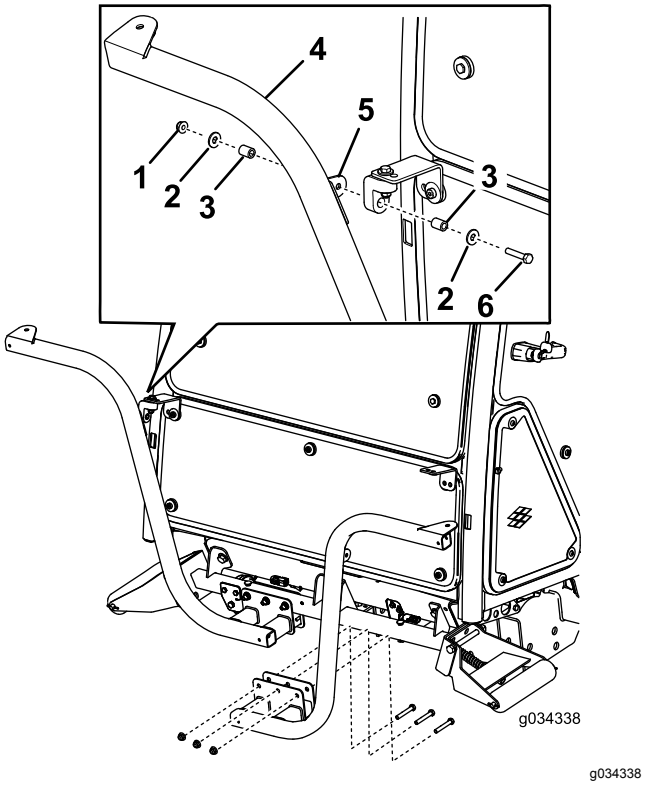

図 9
3. ローラサポートチューブの前部に、左右のヘッドライトブラケットを仮止めする語⅜" x 2½"6本とフランジナット⅜"を使用する。ブラケットは 図 9のように組み付ける。